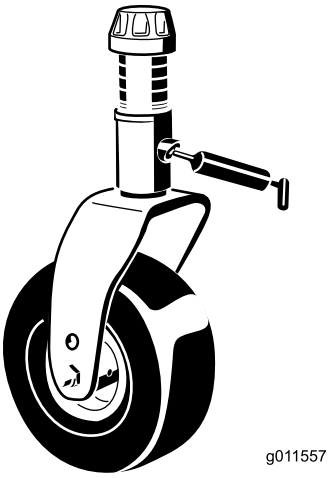

Рисунок 42
- Втулки валов вилок поворотных колес (1 шт.) (Рисунок 42)